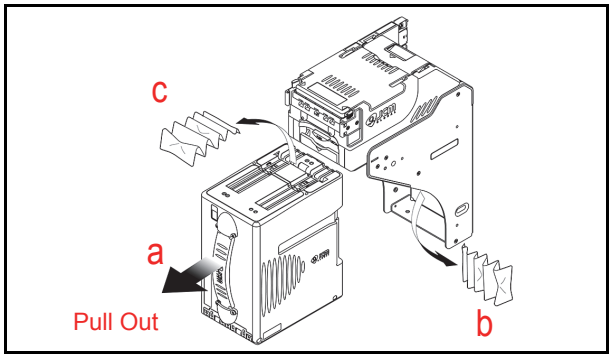

Figure 2-7 Retrieving Cash Box Banknote Jam
4. If the jammed Banknote is not found in the higher Sections, pull the Cash Box out of the Frame (See Figure 2-7 a). Check at the rear side of the Frame and remove the jammed Banknote located there if any (See Figure 2-7 b).
5. A jammed Banknote may also be present on top of the Cash Box; remove it if present at this location (See Figure 2-7 c).